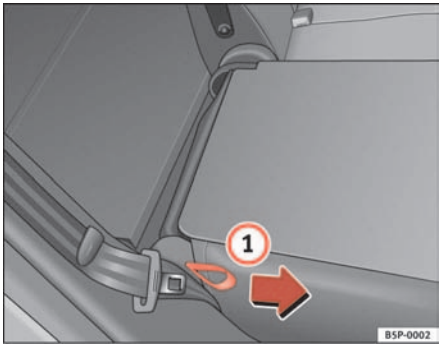

Fig. 97 Folding or opening the rear seat backrests
– Pull the loop on the side of the seat ⇒ fig. 97 (1)